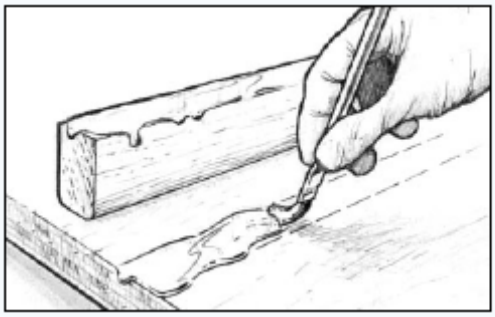

Рис. 9. Нанесите смесь полимера/отвердителя на склеиваемые поверхности.
1. Нанесите смесь смолы и отвердителя на склеиваемые поверхности *(Рисунок 9).* Это этап называется “пропиткой” или “грунтовкой” склеиваемых поверхностей. Эпоксидная смола наносится с помощью одноразовой кисти (при работе на узких или труднодоступных участках); большие участки лучше пропитывать поролоновым валиком, или распределять смолу по поверхности пластиковым шпателем. Можете сразу же переходить ко второму этапу, или до того момента, когда пропиточный слой перестанет быть липким.